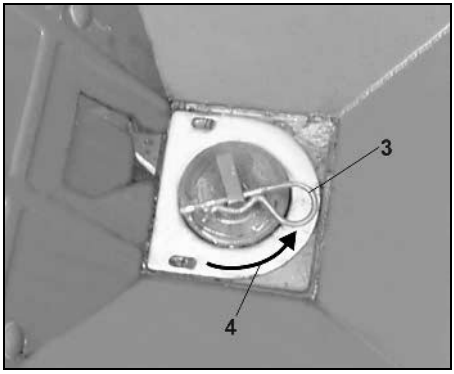

Rys. 49
- **Sprężystą zawleczkę (Rys. 49/3) bezwarunkowo zakładać przeciwnie do kierunku obrotów (Rys. 49/4).** (Pokazano tu prawą stronę maszyny, patrząc w kierunku jazdy).